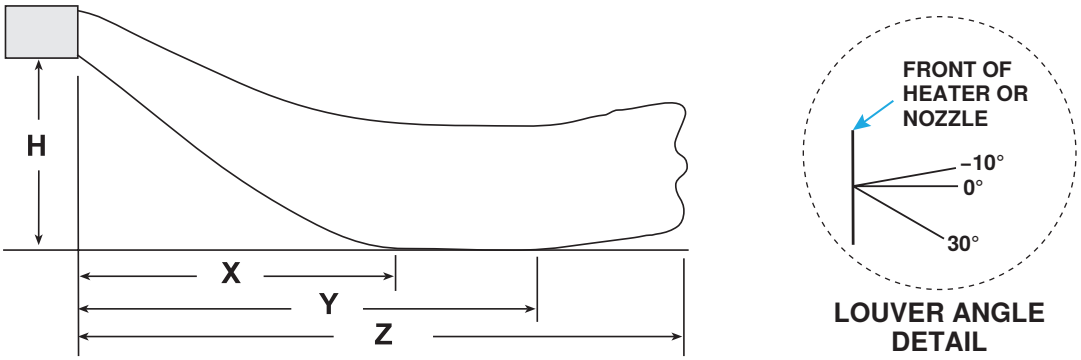

**Figure 1. Heater Throw Patterns (Refer to Table 2 and Table 3)**
**Figure 1** shows throw patterns and **Table 2** and **Table 3** list throw distances for heaters suspended at varying mounting heights. The throw pattern changes with the addition of optional vertical louvers and/or downturn nozzles. Throw distances for units with downturn nozzles are listed in the downturn nozzle kit installation manual provided with the kit.
*See Figure 1.
*See **Figure 1**.